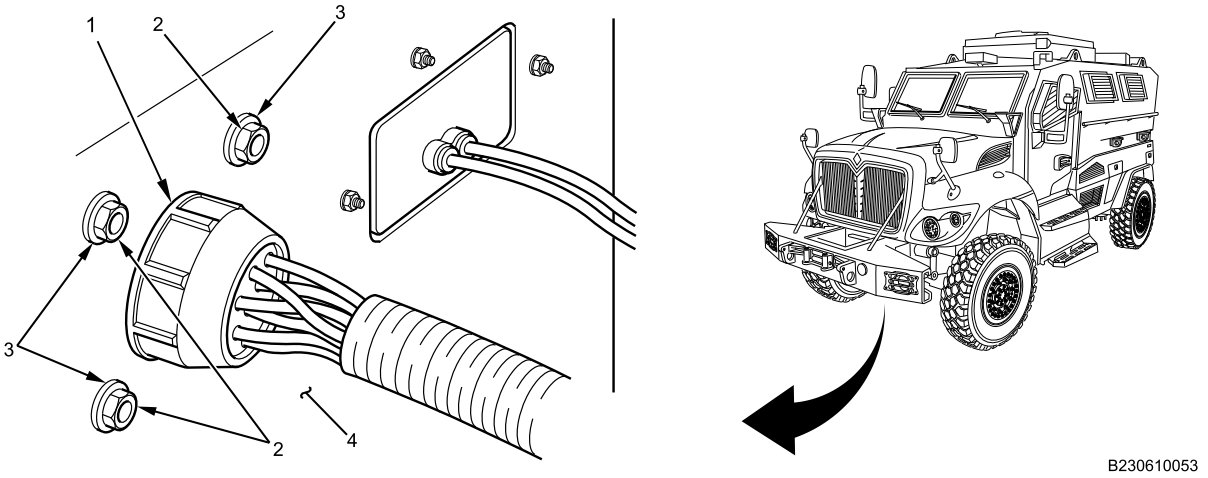

Figure 1. Front Trailer Hookup Cover Fasteners.
1. Remove four nuts (Figure 1, Item 2) and lockwashers (Figure 1, Item 3) securing front trailer hookup cover and front trailer hookup harness (Figure 1, Item 1) to front bumper (Figure 1, Item 4). Discard lockwashers.